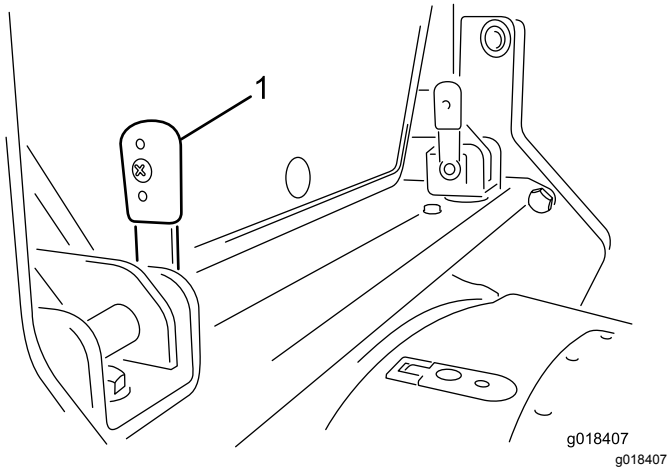

Figur 20
1. Fjern R-clipsene, og drej de 2 låsegreb, der er placeret på tværbjælken i førerhusets bagende, så de vender opad (Figur 20).
3. Når grebene er placeret lodret (Figur 20), skubbes de gennem beslagene.